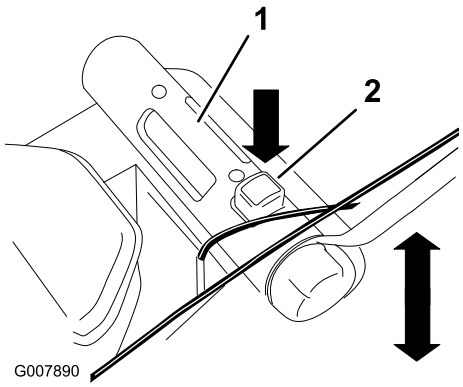

Figura 17
4. Premete il pulsante di regolazione dell'altezza di taglio e agite sulla manopola di regolazione per alzare o abbassare l'altezza di taglio (Figura 17).